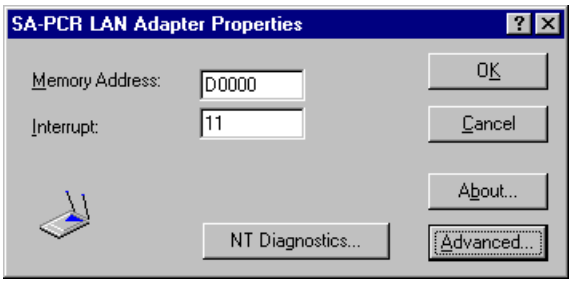

Figure 4.3: SA-PCR LAN Adapter Properties Window
9. Return to the *SA-PCR LAN Adapter Properties* window (refer to Figure 4.3). If the default values for *Memory Address* and *Interrupt* are acceptable, press **OK**. Otherwise, enter new values and press **OK**.